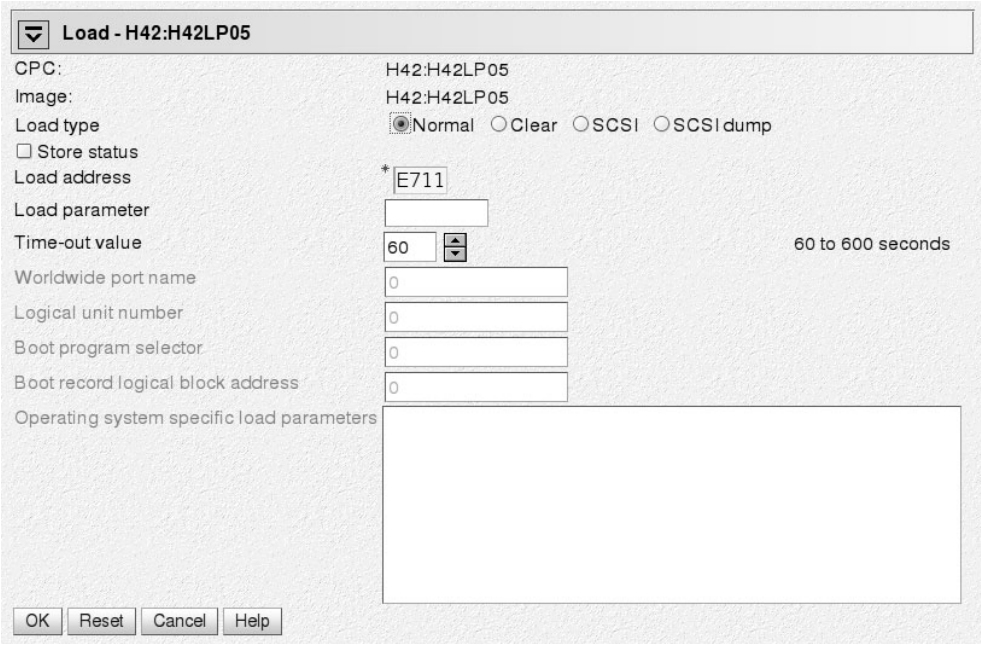

Figure 62. Load panel for booting from tape or DASD
a. Select **Load type** “Normal” (see Figure 62).